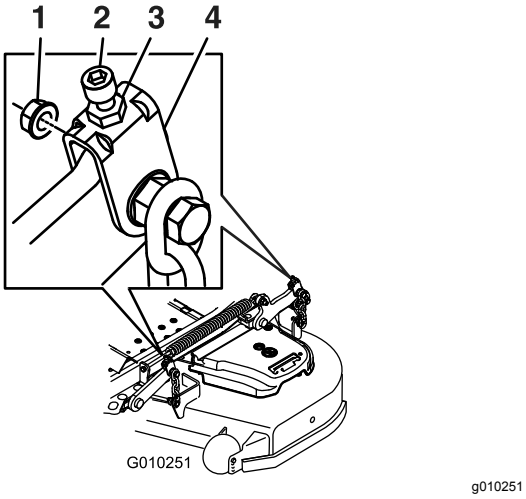

Figuur 96
11. Voor maaidekken afgebeeld in Figuur 96, kunt u de stelmoer op de hefinrichting van het voorste maaidek draaien om deze nog nauwkeuriger in te stellen (Figuur 96).
17. Stel de stelschroef fijn af door ze te draaien om een hoogte te verkrijgen van 83 mm (Figuur 96).